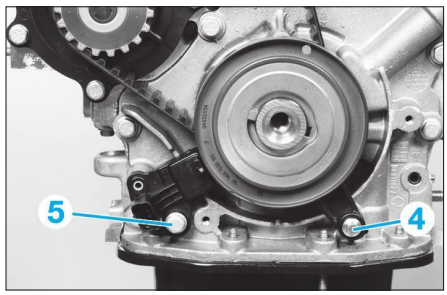

**Fig. 10**
- le guide de courroie (4) **(Fig.10)**,
- le capteur de position vilebrequin (5).